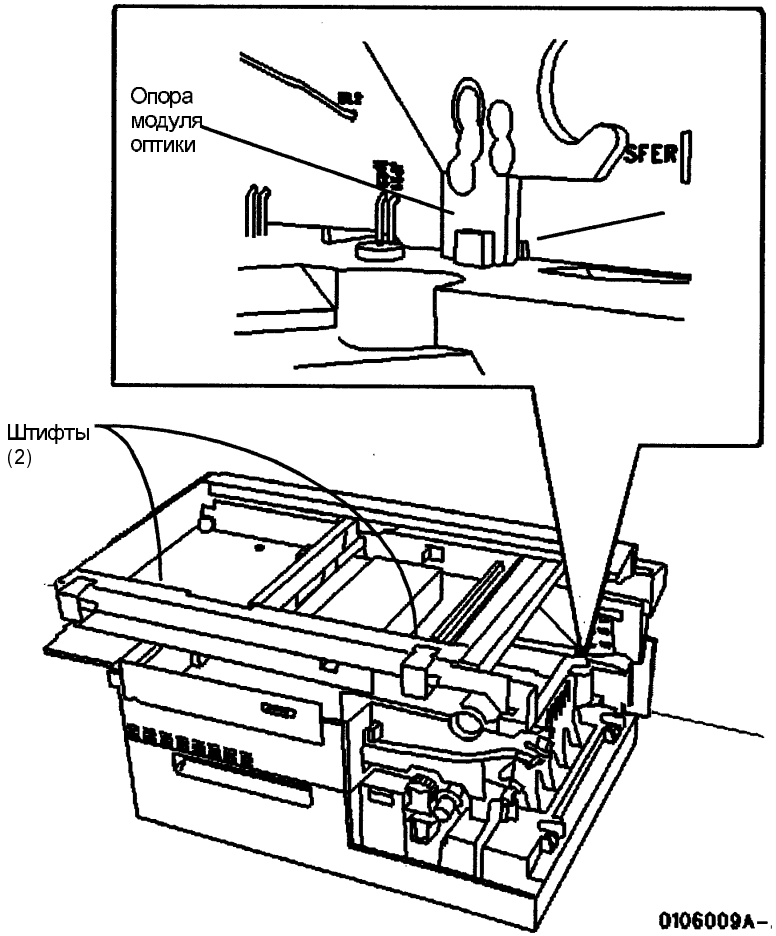

Рис. 3. Установка модуля оптики
5. Установите модуль создания изображения на верх модуля питания/управления (Рис. 3)